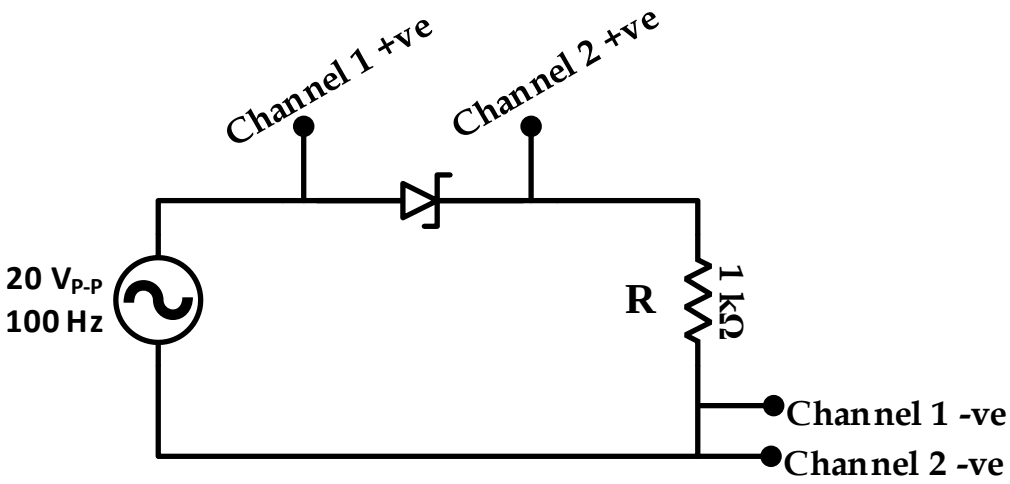

Fig 2.7: Circuit diagram for obtaining ZENER diode characteristics from oscilloscope
7. Now connect the circuit according to Fig. 2.7. Set the Digital Storage Oscilloscope (DSO) in **X-Y mode**. You will be able to see the I-V Characteristic curve in the DSO.